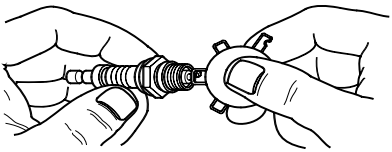

Figura 4-3. Separación de electrodos de bujía
3. Vea la ***Figura 4-3***. Inspeccione la separación de electrodos con un calibre de espesores de alambre (B) y, vuelva a ajustar la separación de la bujía (A) a 0.028 - 0.031 in (0.70 - 0.80 mm).